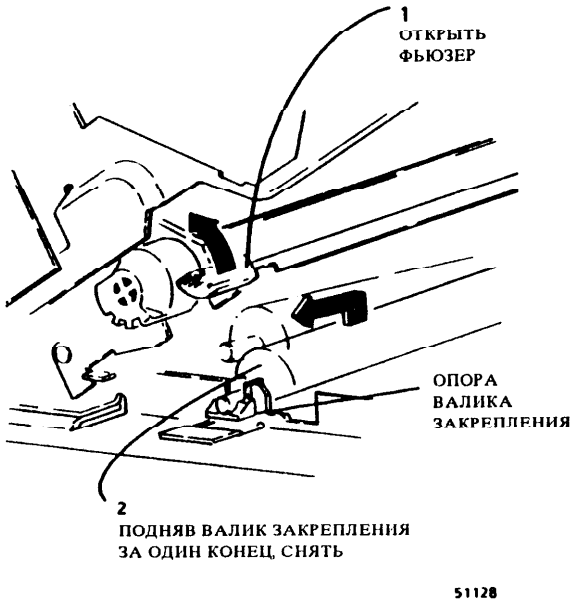

Рис. 1. Снятие валика закрепления
2. (Рис. 1): снять силовой валик.